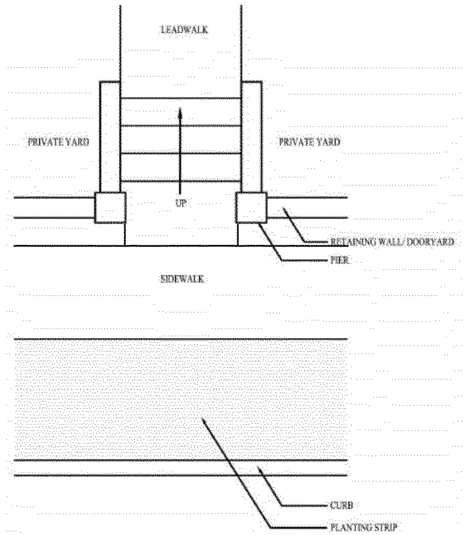
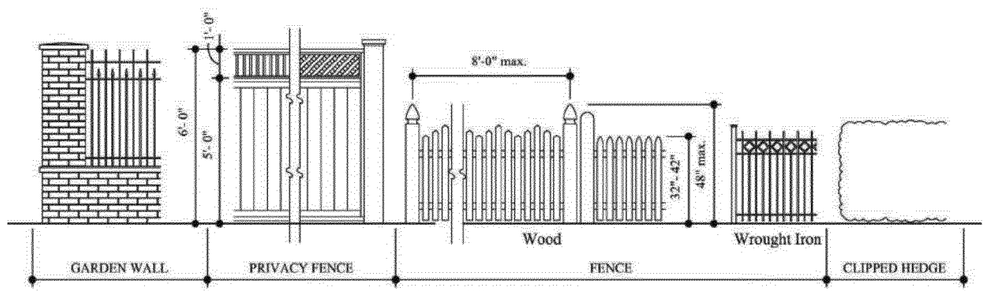

*Figure 30*
*Figure 33*
2. Rear-yard privacy fences shall be a maximum of 6' in height, including any top lattice or spaced picket portion. See Figure 33.
3. Residential side yard fences taller than four (4) feet in height must be set back at least ten (10) feet from the front corner of the façade.
4. Brick or stone piers may mark the pedestrian entrance to a private yard. See Figure 30.
6. Lot leadwalks shall connect with street sidewalks and/or driveways. See Figure 30.
7. Brick or stone piers and/or garden walls shall be set 12" minimum and 24" maximum off street sidewalks. See Figure 30.